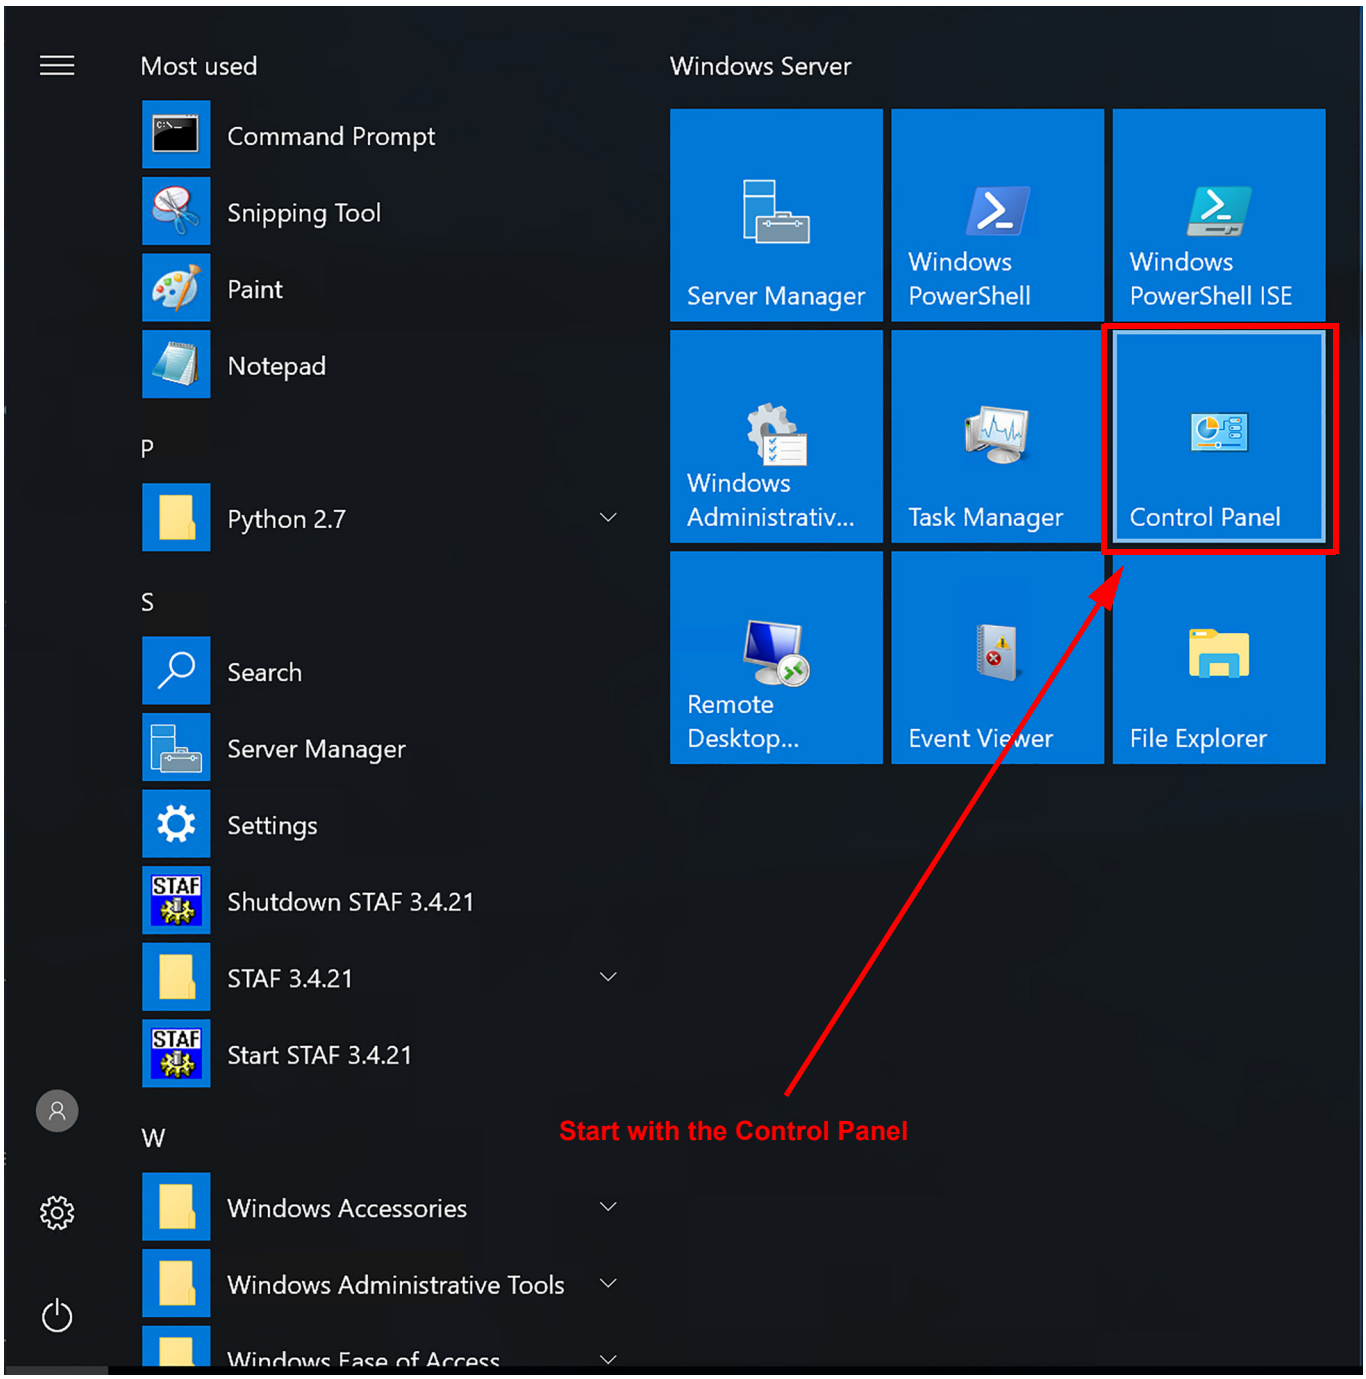

Figure 3.1: Windows Server 2016/2019: Start Menu -> Control Panel
1. Open the Control Panel. See Figure 3.1 on page 68.